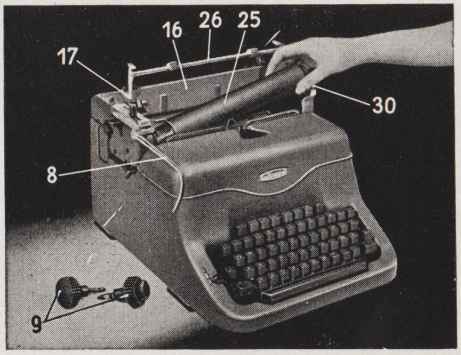

Abb. 15
Papierhalter (26) und Papierableiter (16) werden hochgeklappt, Papierlöser (30) und Walzenlöser (17) nach vorne gelegt und die Zeilenrichter (13), wie unter Punkt 21 beschrieben, nach vorn geklappt. Hierauf schraube man die beiden Walzendrehknöpfe (9) durch Linksdrehung heraus. Zum leichteren Lösen der Knöpfe drücke man den Zeilenschalter (8) nach rechts, dadurch wird die Schreibwalze (25) arretiert. Nach dem Lösen der Knöpfe kann die Walze rechts angehoben und ohne weiteres herausgenommen werden (Abb. 15).